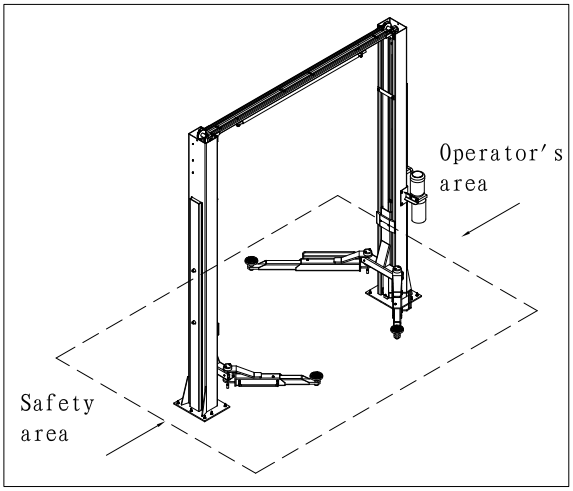

Fig. 8 Working Area
During lift and descent movements, the operator must remain in the command station as defined in figure 8. The presence of persons inside the danger zone indicated in the same figure is strictly prohibited. The presence of persons beneath the vehicle during operations is permitted only when the vehicle is parked in the elevated position.
• People rest inside the safety area while the vehicle raising. (Fig. 8)